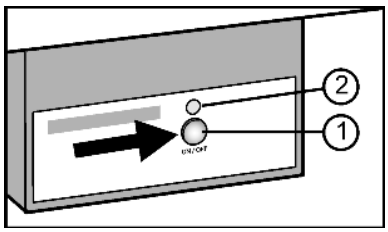

Fig. 6
▶ Нажмите и удерживайте кнопку On/Off *Fig. 6 (1)* так, чтобы светодиод *Fig. 6 (2)* загорелся.